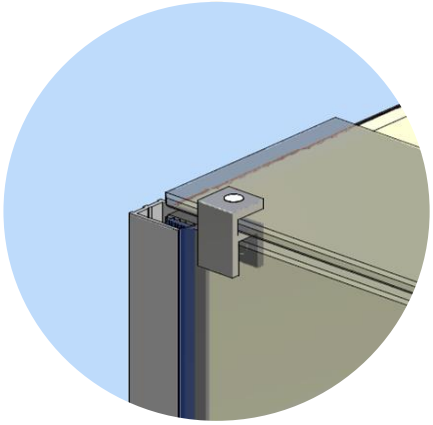

Fig 28
29. Fasten chrome brackets to overhead glass brace and sit in place above door. When panels are aligned correctly tighten grub screws (fig28)